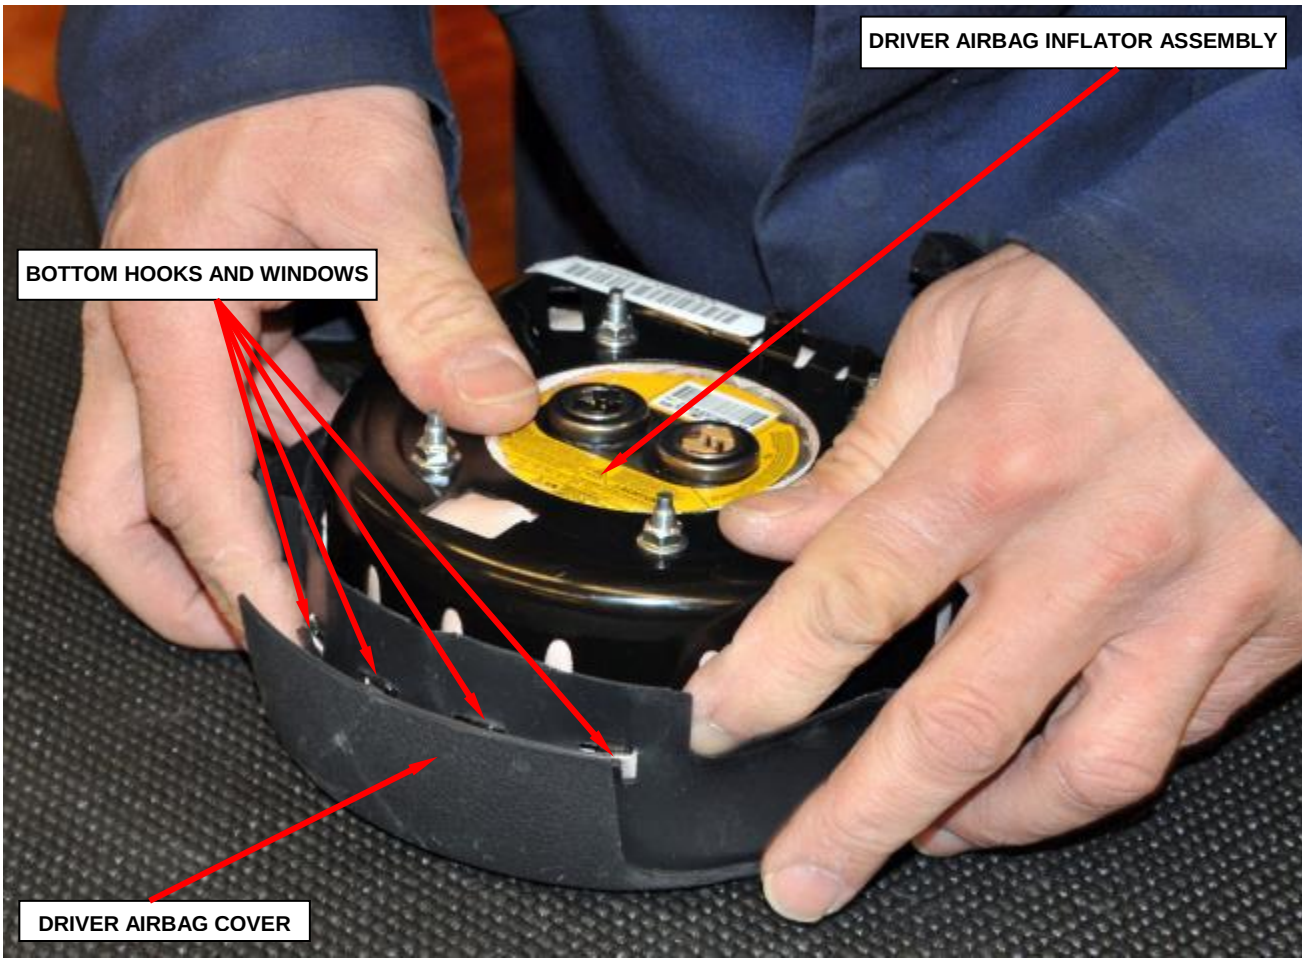

Figure 69 - Verify Hook and Window Engagement
19. Pull on the driver airbag inflator assembly to fully engage the hooks and windows on all sides of the driver airbag cover (Figure 69).